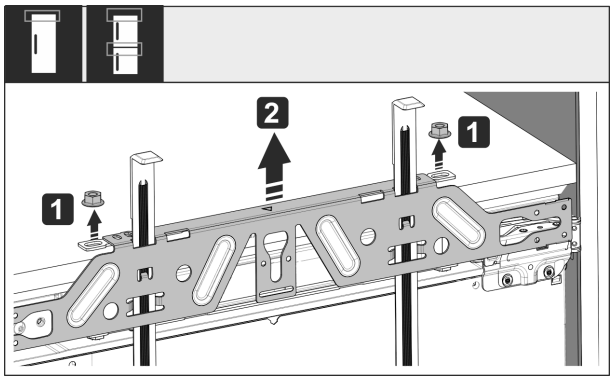

*Fig. 58*
▶ Loosen locknuts *Fig. 58 (1)*.
▶ Remove crosspiece *Fig. 58 (2)*.